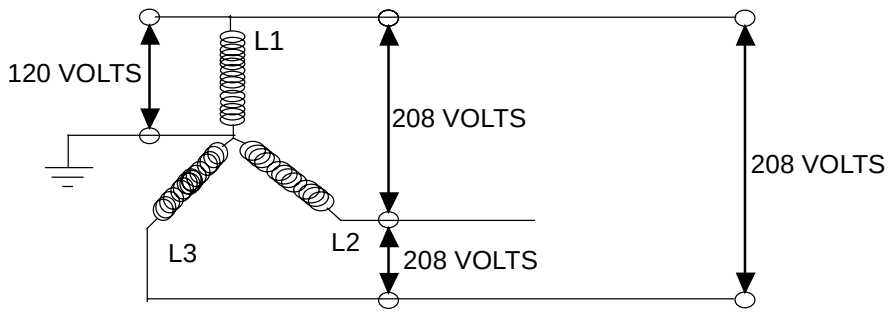

Fig 1-12 Three-Phase, Four-Wire, 120/208-240/416-Volt system
h. Three-Phase, Four-Wire, 120/208-240/416-Volt system is designed for different voltages such as 120/208 volts or 240/416 volts as shown in figure 1-12. Any single-phase, 120-volt load can be fed by a hot and a neutral wire. In figure 1-12, it shows that any single-phase two-wire, 208-volt load can be fed by two hot wires. Any three-phase, three-wire, 208-volt load can be fed by all three hot wires. Finally, any three-phase, four-wire, 120/208-volt load can be fed by all four wires. This is the most common system used since it can accommodate both single-phase lighting and three-phase motor loads.